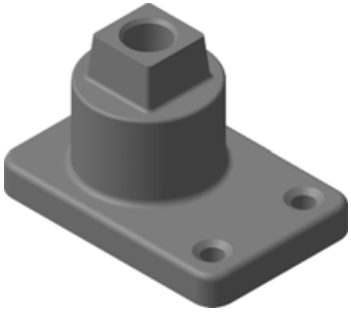

Рис. 4.2
- Для того, чтобы открыть документ, выберите его имя из списка. Щелкните на имени **Кронштейн** — система откроет указанный файл (рис. 4.2).